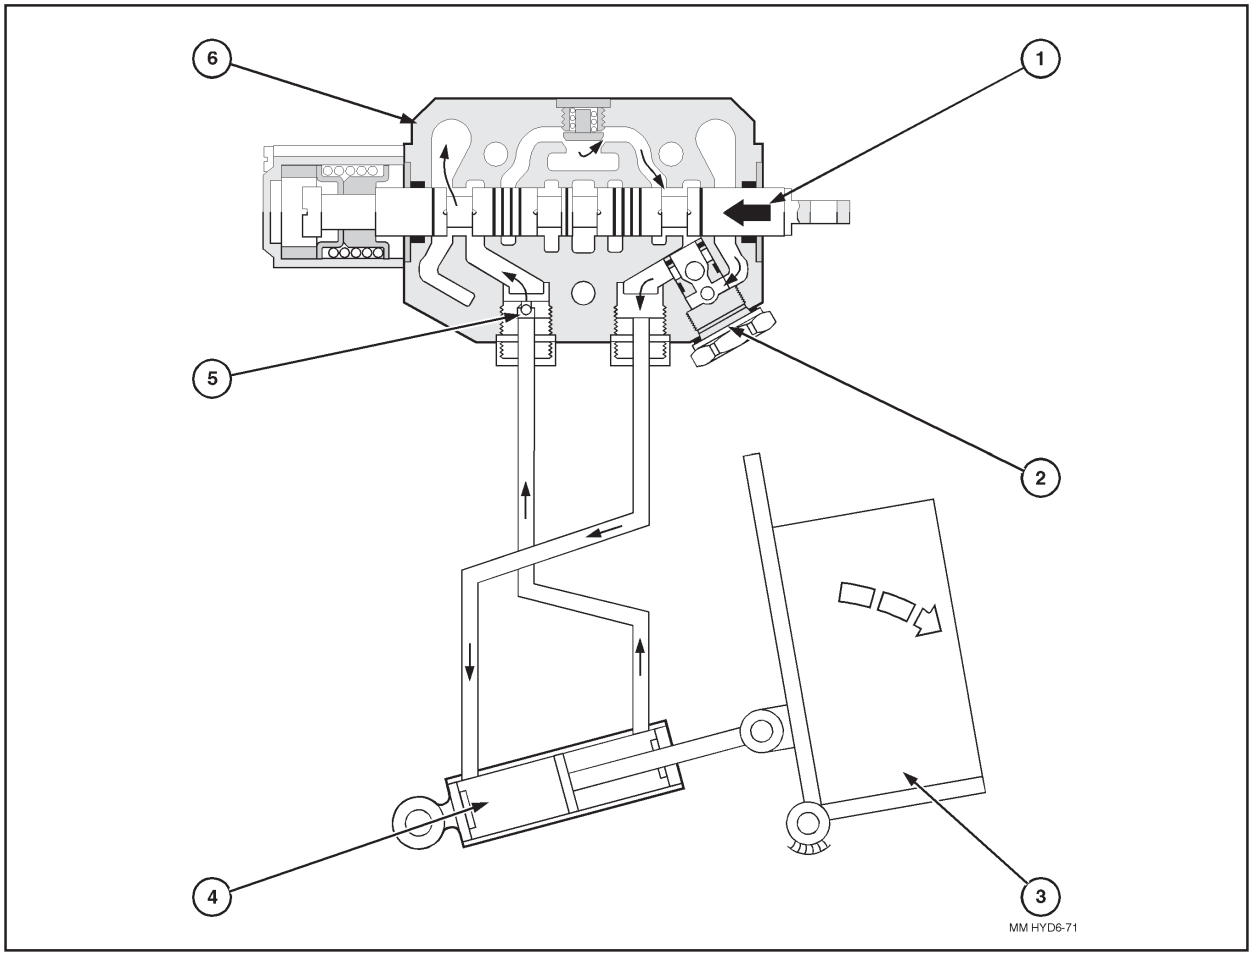

**FIGURE 32. TILT CIRCUIT OPERATION - FORWARD ROTATION**
- Cylinder cavitation can occur when a heavy fork load is being tilted forward, figure 32, or when the unit is located on truck mounting and chained and the pressures are released after stopping the engine.